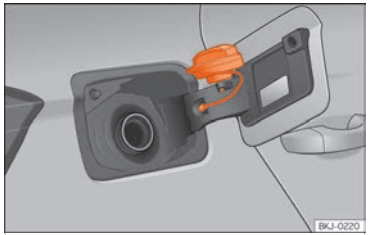

Fig. 147 Tapa del depósito con el tapón encajado.
- Colóquelo en el espacio que hay en la bisagra de la tapa abierta ››› fig. 147.